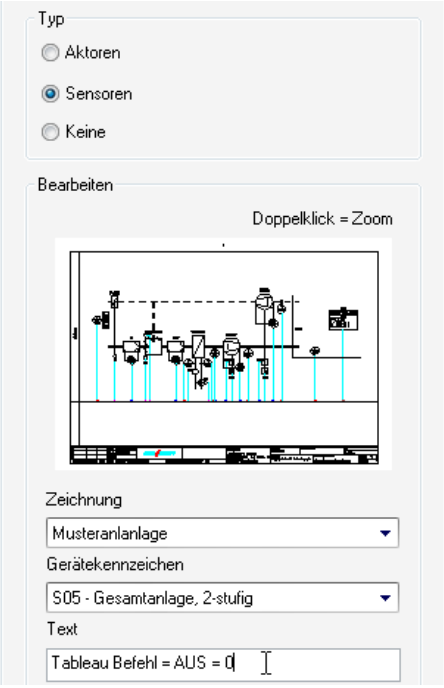

Bild 25.17 – Das Einfügen eines Sensors für die *Gesamtanlage* bildet beide Betriebsstufen ab.
- Fügen Sie nun noch eine Übergangsbedingung des Typs *Sensoren* ein. Hier wählen Sie zusätzlich aus dem Listenfeld *Gerätekennzeichen* den Punkt *S05 - Gesamtanlage, 2-stufig* aus. Hierdurch werden beide Stufen der Anlage abgebildet. Ergänzen Sie als freien *Text* dann noch **Tableau Befehl = AUS = 0** und bestätigen Sie (Abb. 25.17).